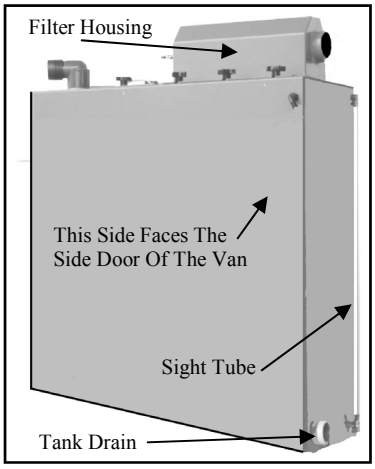

Figure 4-2: Recovery Tank
- **Place recovery tank *(Refer to Fig. 4-2)* into van locating it directly behind the driver seat with drain towards front. Do not mount recovery tank at this time.**